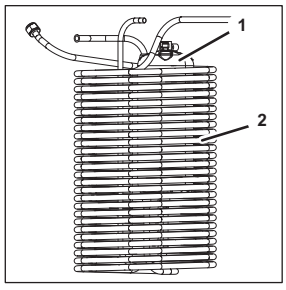

Fig. 50
10. Lift the cooling coil basket (Fig. 50/2) with carbonator tank (Fig. 50/1) out of the unit.
13. Lift the carbonator tank (Fig. 50/1) up and out of the cooling coil basket (Fig. 50/2).
14. Position the new carbonator tank (Fig. 50/1) within the cooling coil basket (Fig. 50/2).
15. Attach the carbonator tank (Fig. 50/1) to the cooling coil basket (Fig. 50/2) using a cable tie.
16. Make sure the carbonator tank (Fig. 50/1) is firmly placed against the cooling coils.
19. Position the cooling coil basket (Fig. 50/2) with carbonator tank (Fig. 50/1) within the unit.